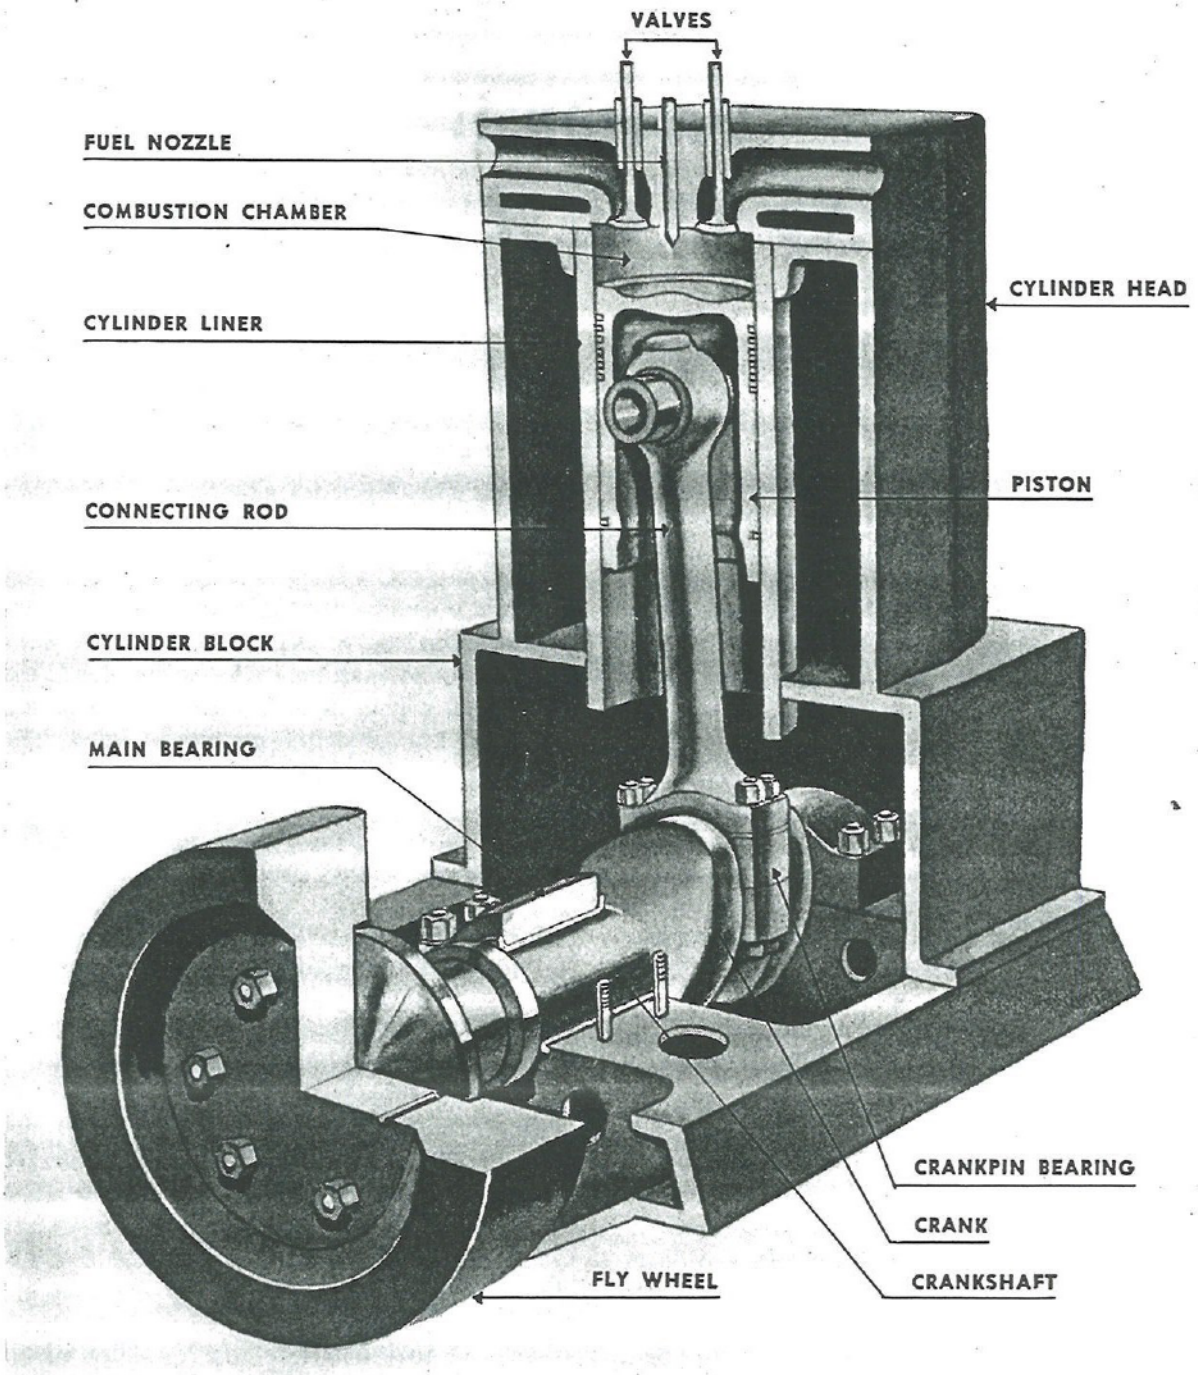

Fig. 3. One-Cylinder Engine
b. In the Diesel engine, expansion of the hot gases is controlled and made to produce motion which performs work. In Fig. 3 a simple engine is shown cut away to show the parts. The round cylinder is closed at one end by the cylinder head. Inside the cylinder a piston, sometimes called a power piston to distinguish it from pistons used in auxiliary equipment, is free to slide up and down the cylinder. The piston is hollow, but closed at the top by the piston crown. The cylinder head, cylinder, piston and piston crown enclose a space called the combustion chamber. The cylinder head and the piston head are solid. The cylinder head cannot move, but the piston working up and down can make the compression chamber larger or smaller. When the piston is up as far as it can go, it is said to be at top dead center and the combustion chamber is at its smallest size. The movement of the piston is controlled because it is connected to a crank which is part of a crankshaft. The connecting rod is fastened at the lower end to the crankshaft by a bearing, while the top end of the connecting rod is fastened to the piston by a piston pin. This piston pin can be seen in about the middle of the piston. Steel rubbing against steel will tend to stick fast, so bushings and bearings are built into the engine illustrated in Fig. 3. All of these parts move fast. A bronze bushing encloses the piston pin and, since bronze is softer than steel, it will not cause the steel piston pin to stick. The crankshaft and the connecting rod also move. Therefore, bearings of soft Babbitt metal are used to surround these parts where they connect to prevent steel from rubbing on steel.
c. The movement of the piston from the top to the bottom, or from the bottom to the top, of the cylinder, is called a stroke. In Fig. 3 the piston has just come to the top of its stroke. The combustion chamber was filled with air at high pressure—about 400 pounds per square inch. When air is compressed it becomes hot. Into this hot air a small amount of Diesel fuel has been sprayed. The Diesel fuel starts to burn. Immediately the hot gases produced by this burning increase the pressure in the combustion chamber to about 600 pounds per square inch. The piston on the Enterprise engine is 16 inches across the top. This means that the total area of the piston top is 201 square inches. Multiply this area by 600 pounds per square inch, and the total pressure against the piston becomes 120,600 pounds. This pressure pushes against the cylinder head, but the cylinder head is solid and will not move. The expanding gases are prevented from escaping between the piston and the cylinder by rings on the piston which seal any
8. MAIN BEARINGS AND JOURNALS. Fig. 3 shows that the crankshaft is supported by, and rotates in, main bearings. Each bearing is made up of two halves. The part of the crankshaft enclosed in a main bearing is called a main journal. Any part of a shaft that works inside a bearing is called a journal.